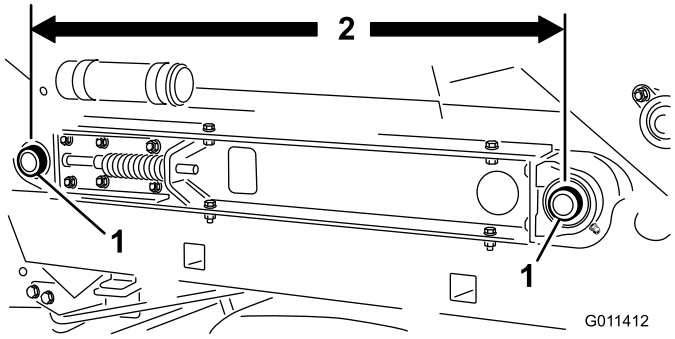

Figur 27
3. Kontroller for å sjekke at avstanden i midten mellom transportbåndets rulleaksler (Figur 27), på hver side av maskinen, er lik (omtrent 35-1/4 tommer).